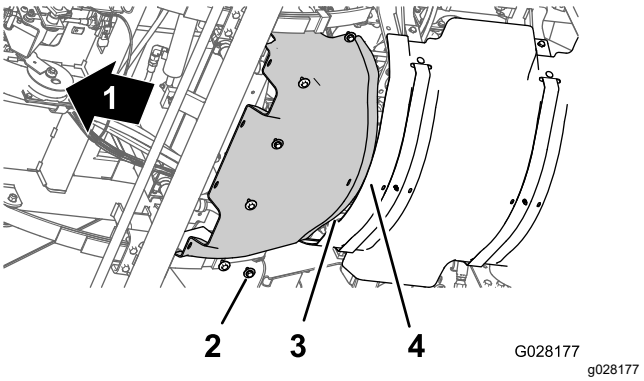

Bild 61
1. Fluchten Sie den hinteren Flansch des vorderen Wärmeschutzblechs über dem vorderen Flansch des hinteren Wärmeschutzblechs aus (Bild 61).
2. Fluchten Sie die Löcher im vorderen Wärmeschutzblech mit den Gewindelöchern im Chassis aus (Bild 61).
3. Befestigen Sie das vordere Wärmeschutzblech mit den sechs Sechskantschrauben und sechs Scheiben (Bild 61), die Sie in Schritt 3 von Entfernen des vorderen Wärmeschutzblechs (Seite 55) entfernt haben, an der Maschine.